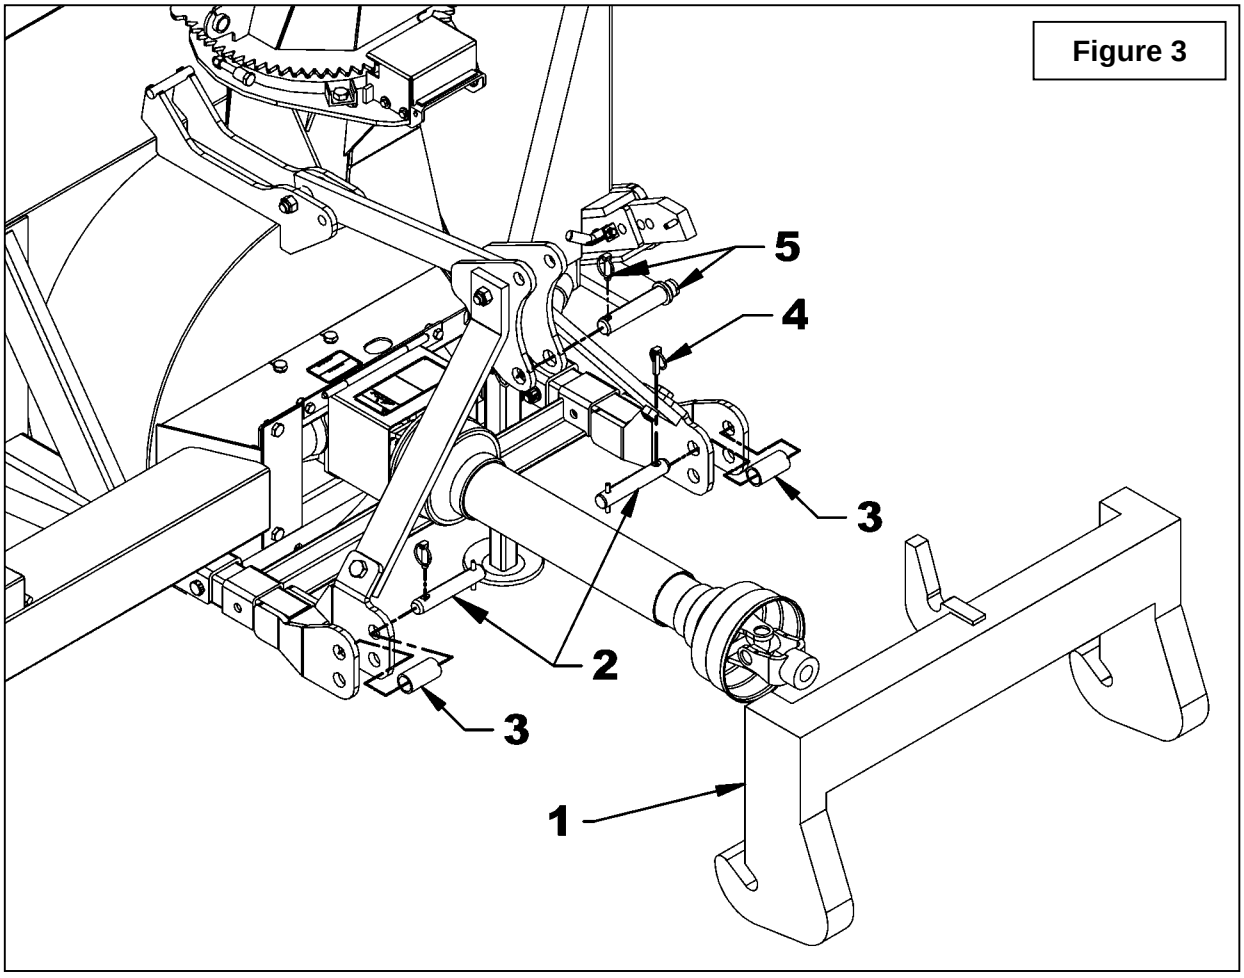

Figure 3
Installation de la Souffleuse avec Attache Rapide *(Figure 3)*
1. Installer les goupilles Cat. 2 – 1 1/8" x 6 1/2" lg (item 2) dans les trous supérieurs en insérant un coussinet (item 3 non fourni) entre les plaques des attaches inférieures et fixer en place avec les goupilles à anneau (item 4) tel qu'illustré.
2. Installer des goupilles (item 5 non fournies) dans le trou inférieur des attelages tel qu'illustré à la figure 3.
3. Placer les deux demi arbres l'un à côté de l'autre et trouver la longueur **"L"** entre les deux centre en centre des joints universels. Identifier la zone à être couper sur chaque demi-garde tel qu'illustré à la Figure 3.